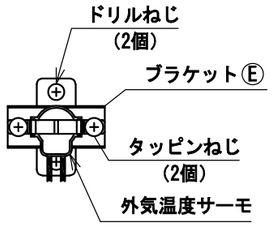

図9
⑥コードヒータ付属の外気温度サーモをブラケットⒺにタッピンねじで取付けてください。(図9)